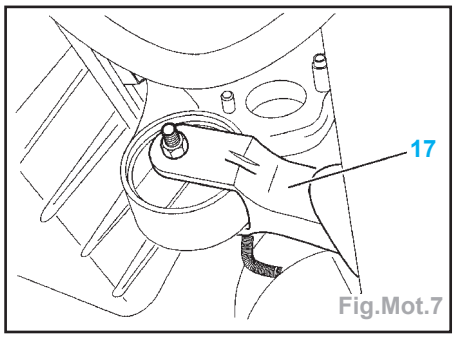

Fig.Mot.7
- Déposer la biellette anti-couple (17) (Fig.Mot.7).